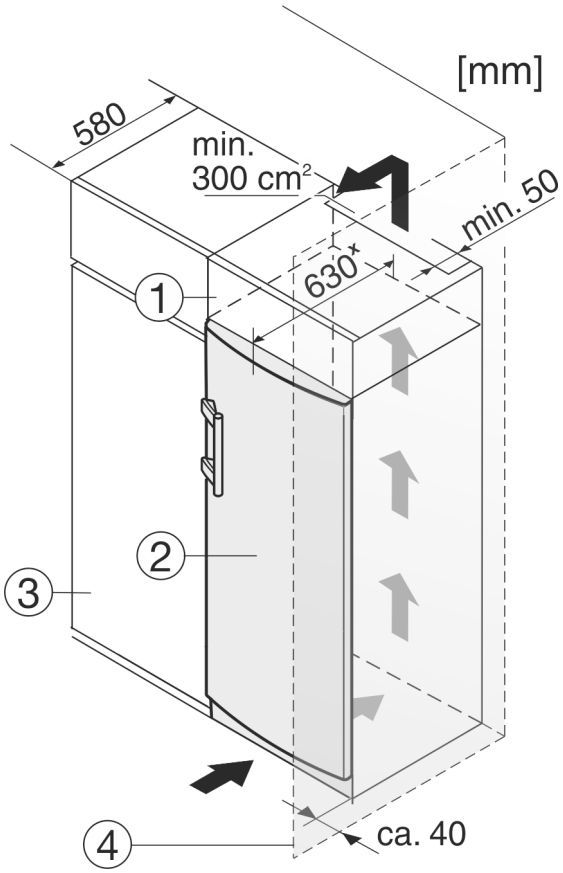

Fig. 10
Aparatul poate fi refăcut cu dulapuri de bucătărie. Pentru a aduce aparatul *Fig. 10 (2)* la același nivel cu mobilierul de bucătărie, se poate monta deasupra aparatului un dulap suspendat *Fig. 10 (1)*.
În cazul conversiei constructive cu dulapuri de bucătărie (grosime max. 580 mm), aparatul poate fi amplasat direct lângă dulapul de bucătărie *Fig. 10 (3)*. Aparatul iese în afară în partea laterală cu 34 mm x și în centrul aparatului cu 50 mm x în raport cu suprafața frontală a dulapului de bucătărie.
Atunci când aparatul este montat cu balamalele lângă un perete *Fig. 10 (4)*, distanța dintre aparat și perete trebuie să fie de cel puțin 40 mm. Această valoare corespunde proeminenței mânerului cu ușa deschisă.